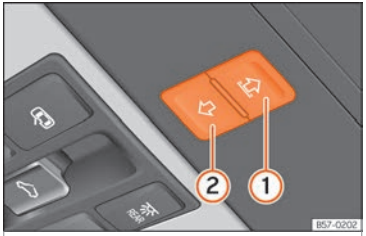

Fig. 129 En el revestimiento interior del techo: teclas de la cortinilla parasol.
Las teclas ››› fig. 129 ① y ② tienen dos niveles. En el primer nivel se puede abrir o cerrar la cortinilla parasol total o parcialmente.
- *Cortinilla parasol:* antes de que transcurran aprox. 5 segundos desde la activación de la función antiaprisionamiento, pulse la tecla ››› fig. 129 ② hasta que la cortinilla se cierre completamente.